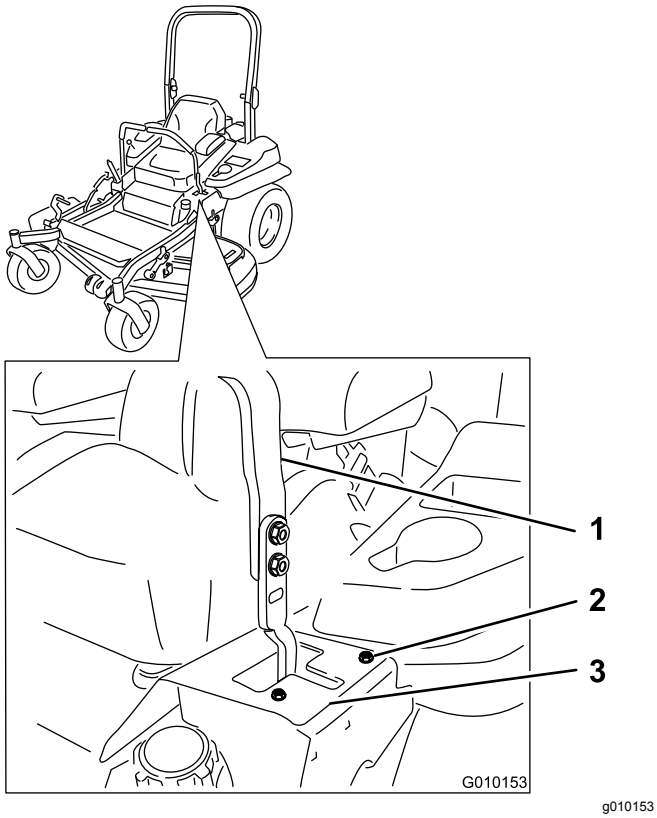

Figur 76
- Hvis den sporer mod højre, skal boltene løsnes, og den venstre stopplade på venstre T-rille skal justeres bagud, indtil maskinen sporer lige (Figur 76).
- Hvis den sporer mod venstre, skal boltene løsnes, og den højre stopplade på højre T-rille skal justeres bagud, indtil maskinen sporer lige (Figur 76).
6. Stram stoppladen (Figur 76).